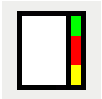

Bild 25.3 – TRIC DB verfügt über eine spezielle Symbolleiste für Zustandsgraphen.
- Klicken Sie auf die erste Schaltfläche der Symbolleiste *TRIC_VDI3814-6, Zustandsgraph vorbereiten* (Abb. 25.3). Auch das gleichartig aufgebaute Menü namens *VDI3814-6* können Sie nutzen.